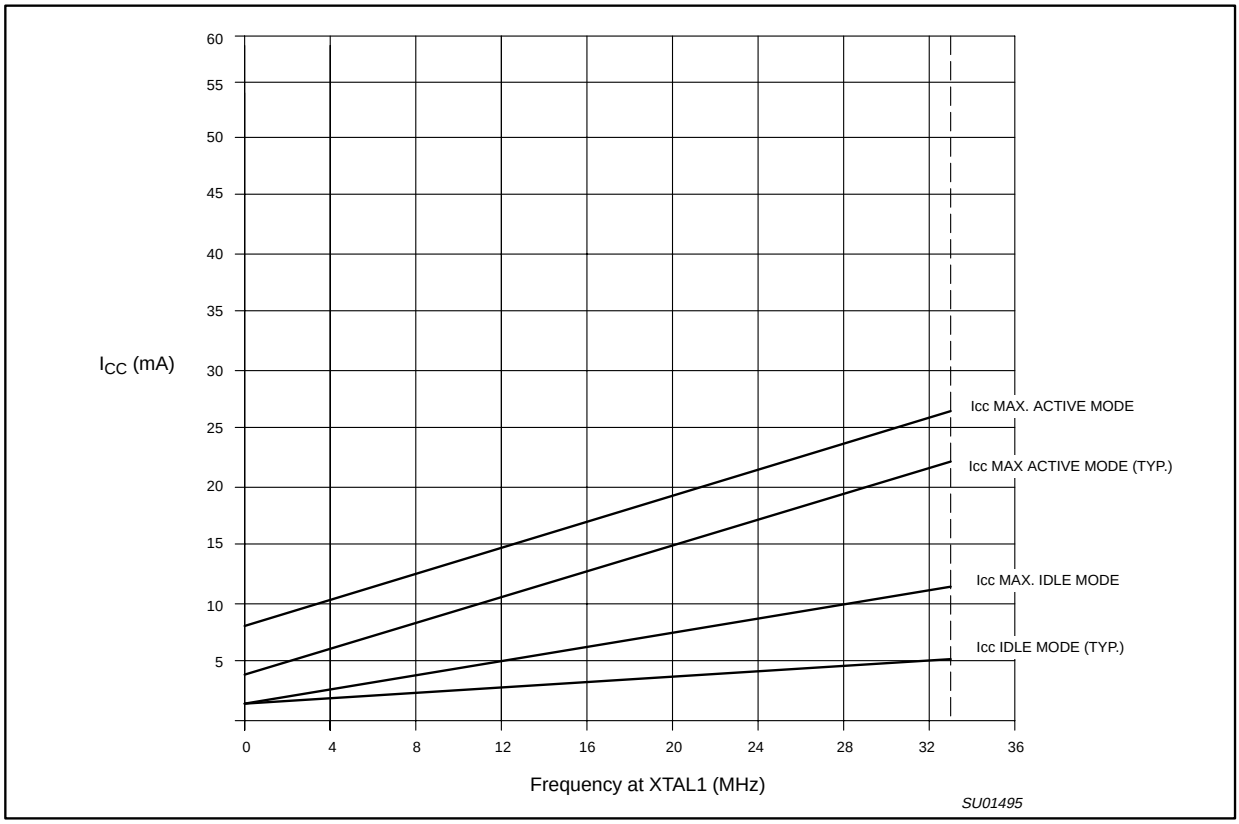
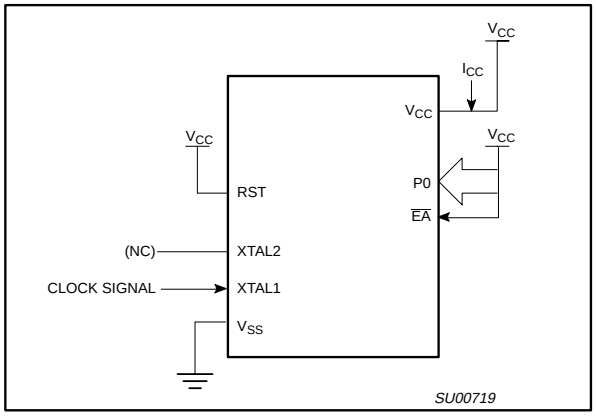

Figure 25. I_{CC} vs. FREQ
Figure 26. I_{CC} Test Condition, Active Mode
5. See Figures 26 through 29 for I_{CC} test conditions and Figure 25 for I_{CC} vs Freq.